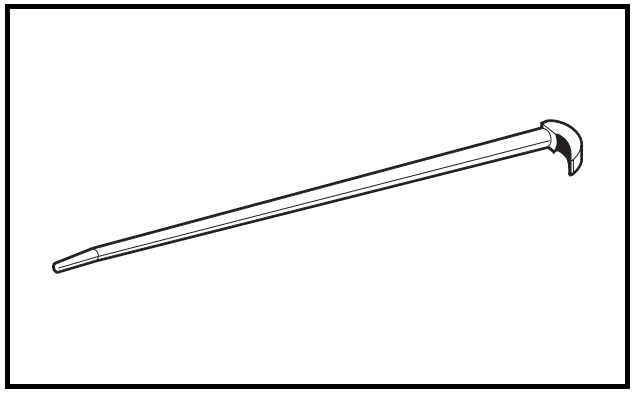
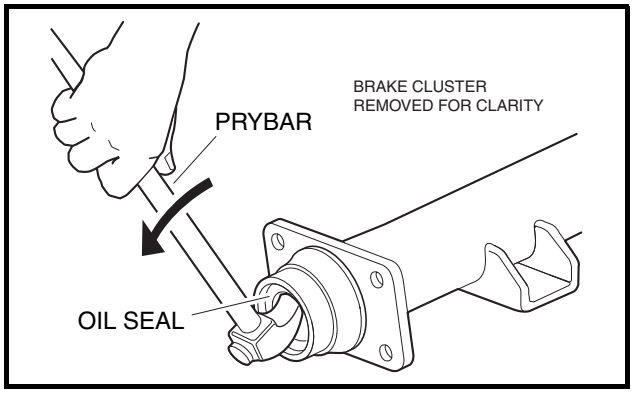

Figure 16-4 Rolling-Head Prybar
Figure 16-5 Seal Lip
8. Position a 16-inch (40 cm) rolling head prybar **(Figure 16-4, Page 16-4)** under the inside lip of the seal and pull oil seal out **(Figure 16-5, Page 16-4)**. **See following CAUTION.**